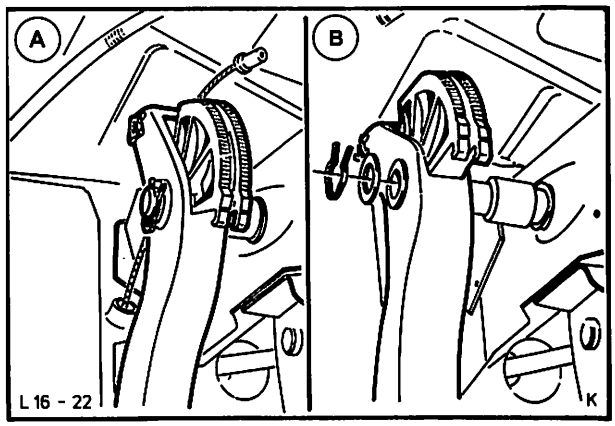

Abb. 31 A = Kupplungsseilzug herausziehen
4. Kupplungsseil von Zahnsegment – Nachstellautomatik aushängen, Abb. 31A. Sicherung – Pedalwelle und Unterlegscheibe entfernen, Kupplungspedal komplett mit Nachstellautomatik seitlich ausbauen, Abb. 31 B.